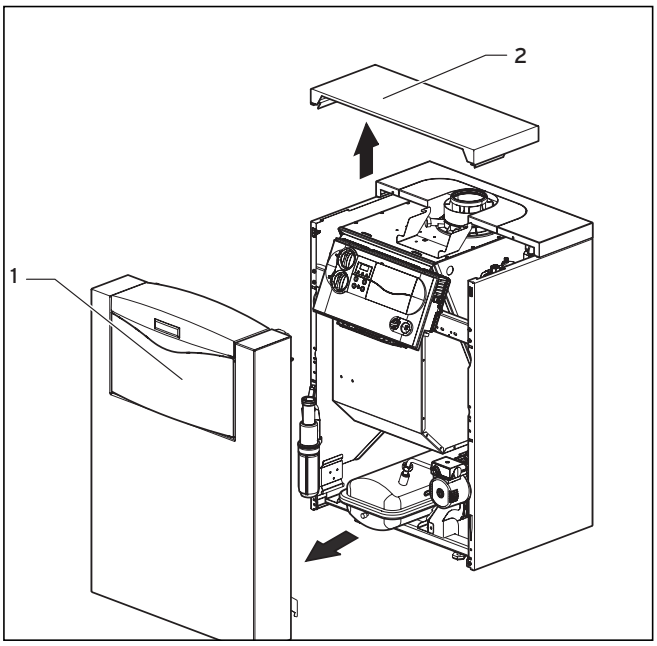

Rys. 8.1 Demontaż obudowy
- Wyciągnąć moduł palnika (**4**), patrz rys. 8.1 z integralnego kondensacyjnego wymiennika ciepła.